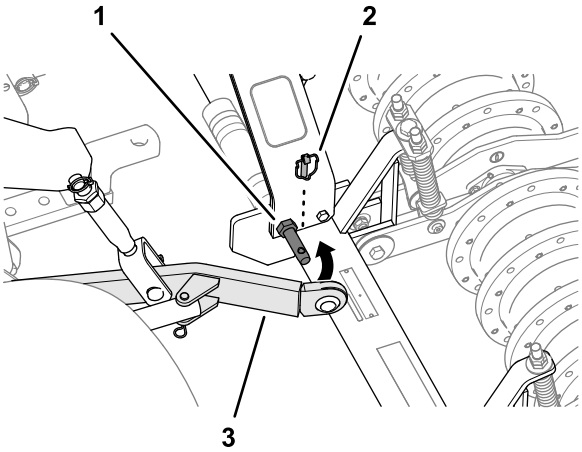

Rysunek 17
4. Ustaw aerator tak, aby ramiona dolnego łącznika zespołu jezdnego ustawiły się w równej linii ze sworzniami ramion podnoszących w aeratorze (Rysunek 17).
5. Zamocuj ramiona dolnego łącznika na sworznie ramion podnoszących i zabezpiecz ramiona zawleczkami (Rysunek 17).